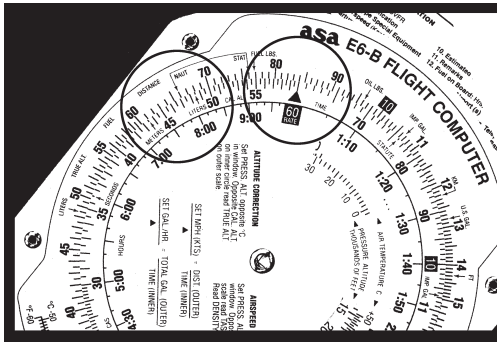

Figure 6
1. Line up the rate arrow ("something per hour") with 8.4 on the outer scale. *See* Figure 6.